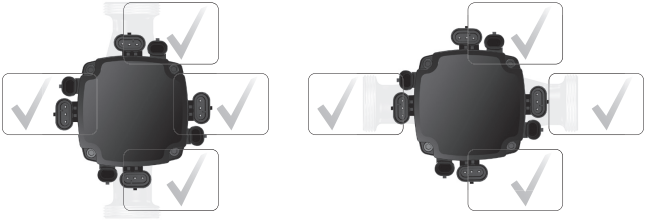

Рис. 6 Расположение головной части насоса ALPHA1 L
2. Головная часть насоса может быть расположена в любом из четырёх возможных позиций (см. рис. 6). Более подробно об изменении положения головной части см. в разделе *8.3. Изменение положение головной части насоса ALPHA1 L*.
Головная часть насоса ALPHA1 L может быть расположена в любом из четырёх возможных позиций (см. рис. 6).